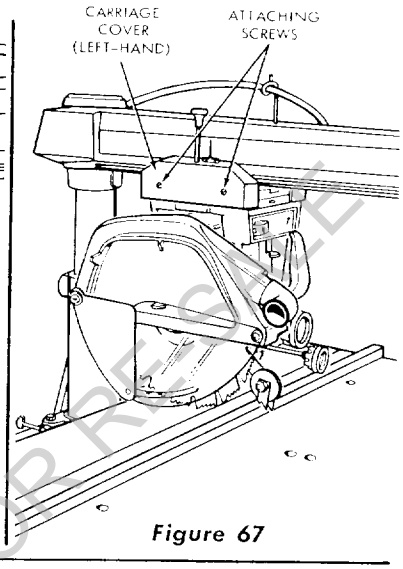

Figure 67
(1) Remove left-hand carriage cover (figure 67).
(5) Install the left-hand carriage cover (figure 67).